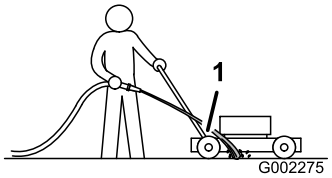

Figur 42
3. Hold den løbende haveslange i niveau med håndtaget, og lad vandet strømme ud på jorden lige foran højre baghjul (Figur 42).